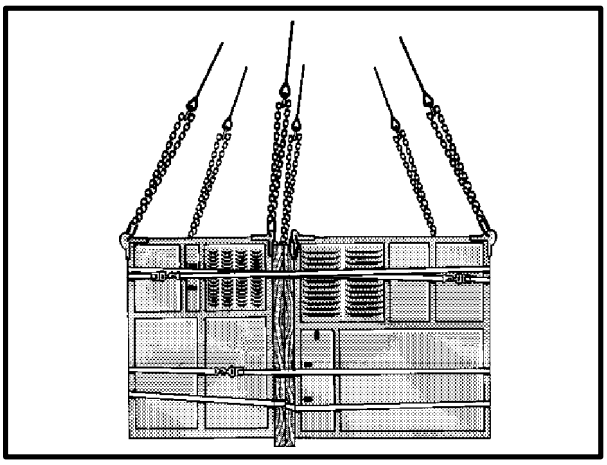

*Figure 6-11. Six-leg Sling Set*
**(4)** Some loads use six lift provisions. Figure 6-11 shows that the apex fitting was disassembled and two additional legs were added.